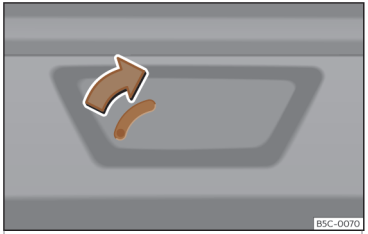

Fig. 87 Detalle del maletero: desbloqueo de emergencia.
- Introduzca el espadín de la llave en la ranura y desplace la llave en el sentido de la flecha hasta que la cerradura se desbloquee ››› **fig. 87**.